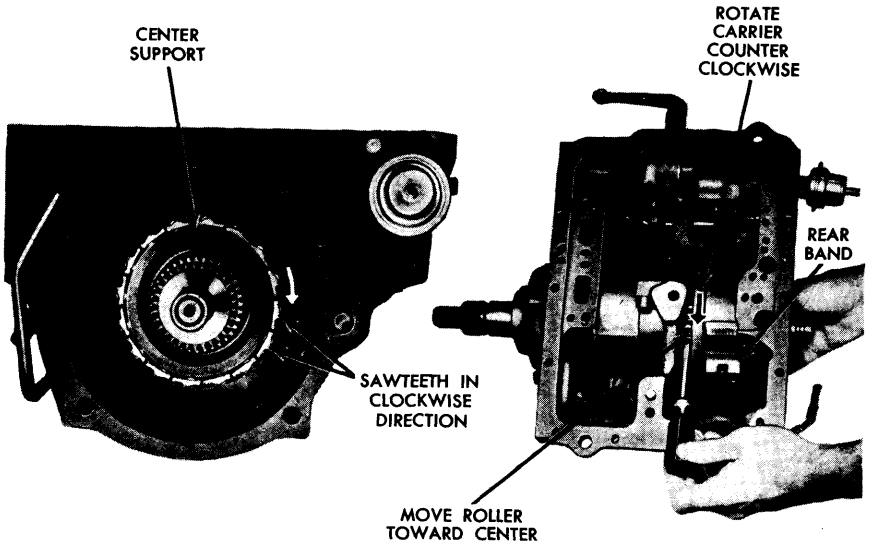

FIG. 22—Planetary Clutch Installed on Center Support
4. Install the planetary clutch on the center support with the "saw-teeth" of the clutch cage pointing in the clockwise direction as viewed from the rear (Fig. 22). **Make sure that all rollers are in the cage.**
positioned individually with a small screwdriver by pushing the rear of the rollers toward the center of the transmission and into the cam race (Fig. 22). Keep pressure applied to the carrier at all times.